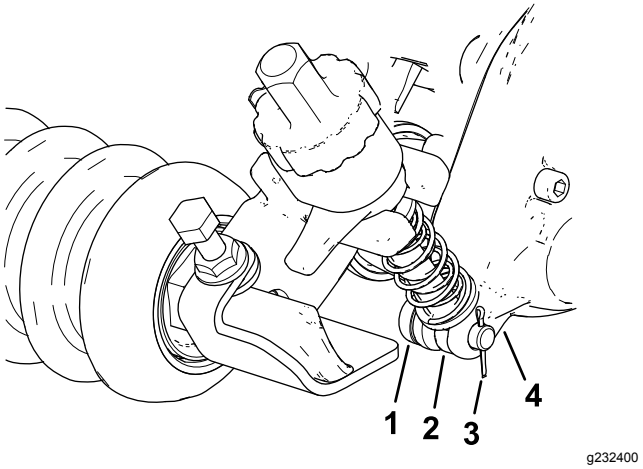

Figur 12
2. På sidan med trimmardrivningens låda: Skjut in klipphöjdsfästets justerarmsstång i utrymmet på trimmardrivningens låda och säkra den med ett justerstift och en saxpinne enligt Figur 12.